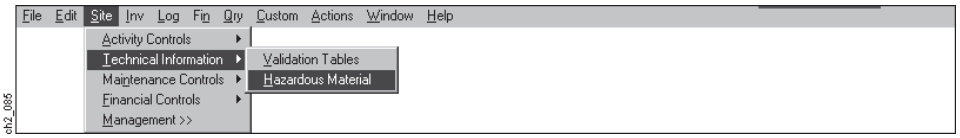

Figure 2-106
(3) **Step 3.** On the Technical Information Submenu above (Figure 2-106), select the Hazardous Material Option.